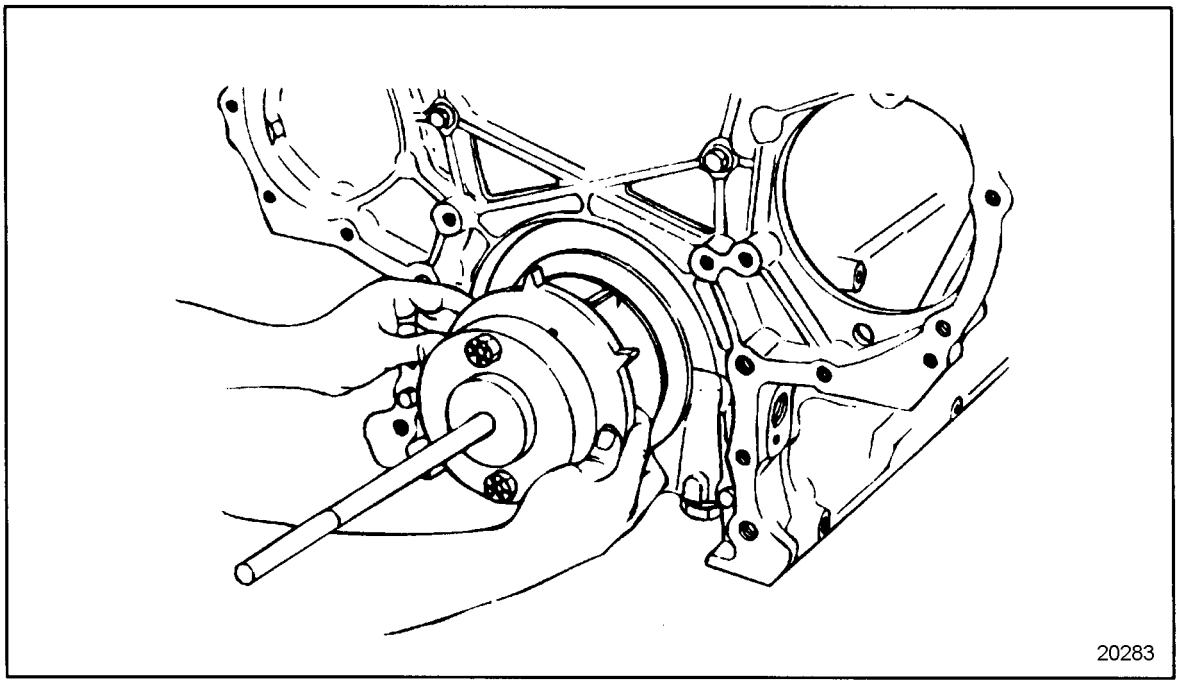

Figure 1-447 Timing Wheel Installation
3. Index the keyway of the timing wheel with the key in the crankshaft. Slide the timing wheel onto the crankshaft, with the word OUT on the timing wheel facing you, as far as it will go without forcing it. See Figure 1-447.